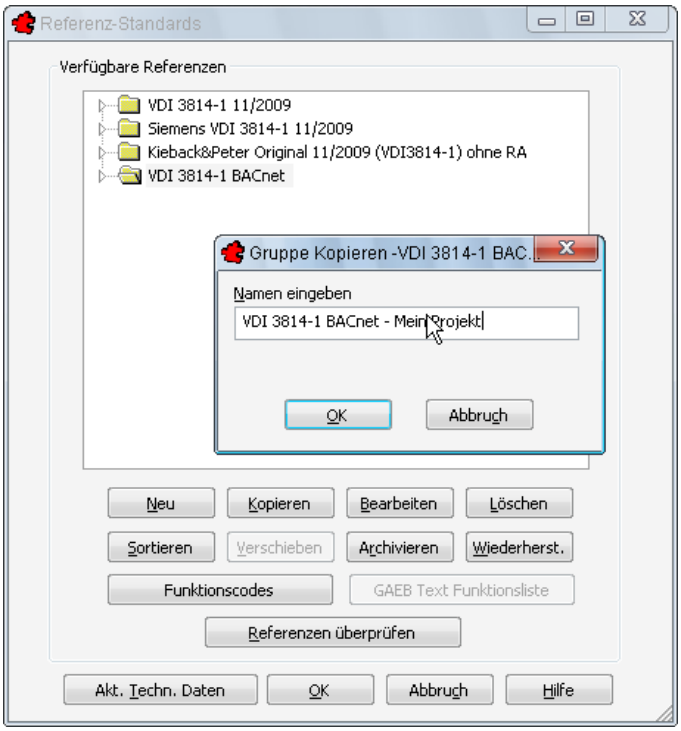

Bild 31.18 – Kopieren eines Referenzstandards
- Rufen Sie die *Referenzverwaltung* auf. Wählen Sie den gewünschten Standard – hier *VDI 3814-1 BACnet* – und klicken Sie auf *Kopieren* (Abb. 31.18).